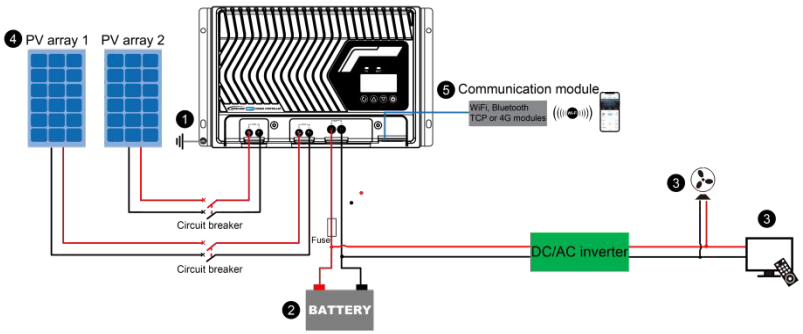

Figure 2-4: Wiring diagram
Connect the controller in the sequence of "❶Ground > ❷Battery > ❸Load > ❹ PV array > ❺ Communication modules", and disconnect the controller wiring in the reverse order of Figure 2-4.